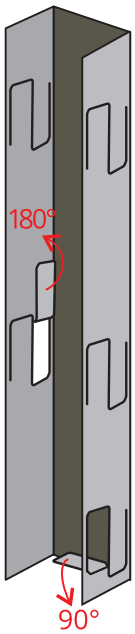

Рисунок 1
2. Отогните нижний язычок на 90°, верхний – на 180° см. рис. 1.